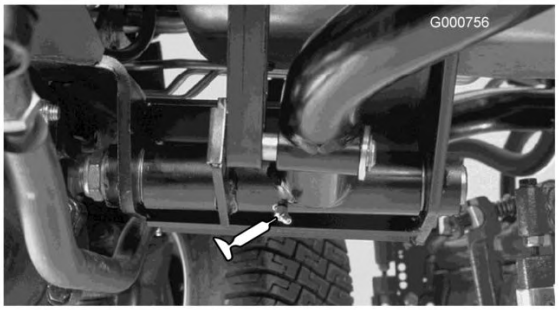

Figura 50
- Articulações do braço de elevação traseiro (2) (Figura 50)